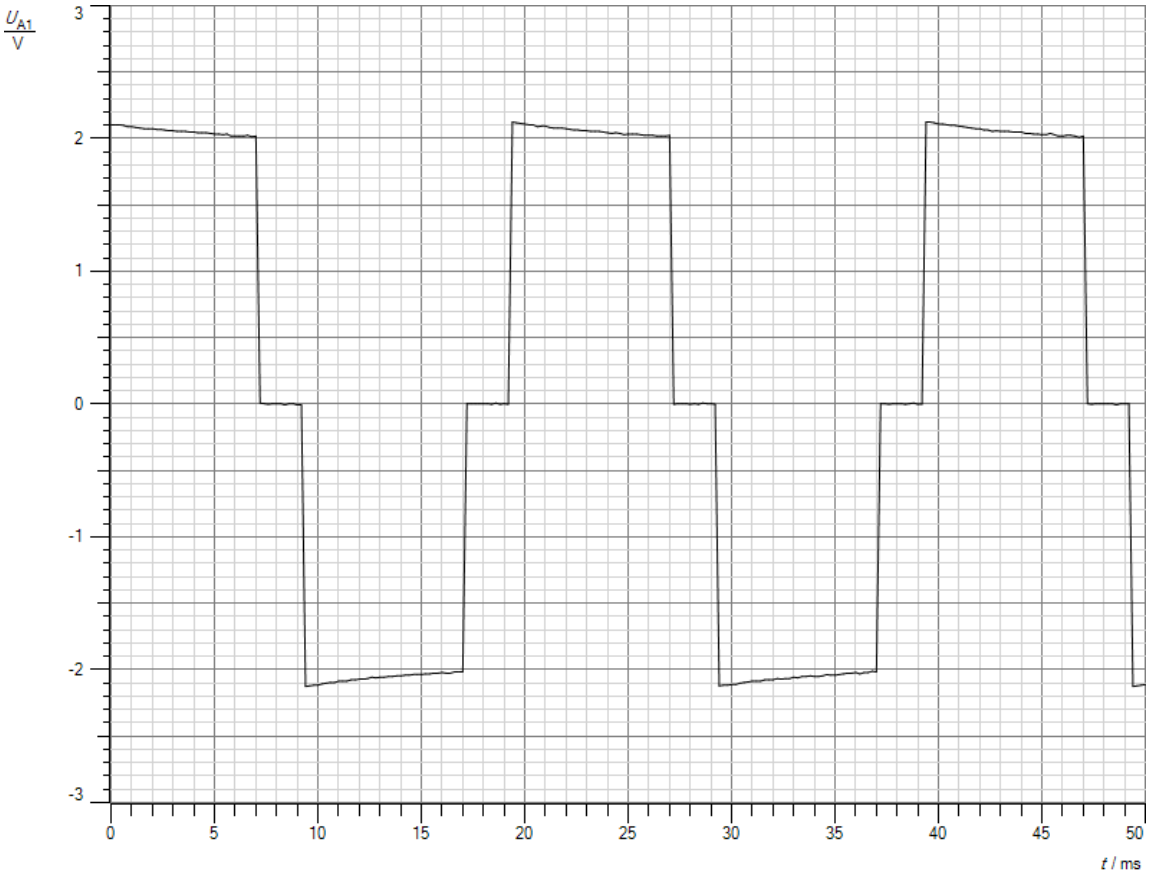
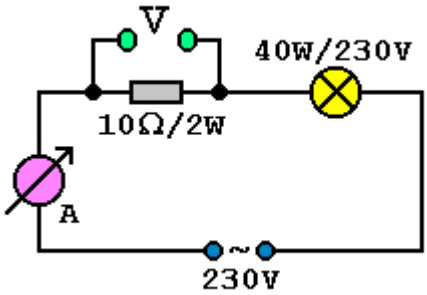

Abb. 3: Ausgangswechselspannung eines Autowechselrichters
Abb.4: Prüfschaltung
c. Die Wechselspannung des Autowechselrichters besitzt die Form in Abb.3. Die Kurve wurde mit einem Messwiderstand R = 10 Ω, einer Lampe P = 40 W und cassy mobile aufgenommen (s. Abb. 4). Am Messwiderstand fällt aus Sicherheitsgründen nur ein kleiner Teil der gesamten Wechselspannung ab. Außerdem kann cassy mobile maximal Effektivspannungen bis U_{eff} = 21 V messen. Ferner muss man eine Sicherheitssteckdose verwenden. Der Versuch darf zudem nur von einer Lehrperson ausgeführt werden. Aus der Kurve in Abb.3 erhält man in den Hoch- und Tiefpunkten der Kurve eine Spannung U = ±2,05 V. Die Gesamtspannung in diesen Phasen beträgt U_{max} = ± 267 V. Daraus ergibt sich ein Effektivwert wie bei der Netzspannung von U_{eff} = 230 V. Die genaue Rechnung kann man im oben genannten Skript nachlesen. Mit dem Wechselrichter kann man Geräte an der Autobatterie betreiben, die für die normale Netzspannung ausgelegt sind, etwa Lampen, kleine Campingkocher usw.